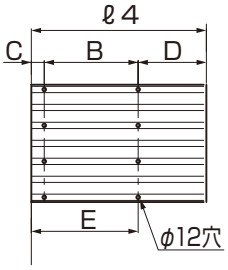
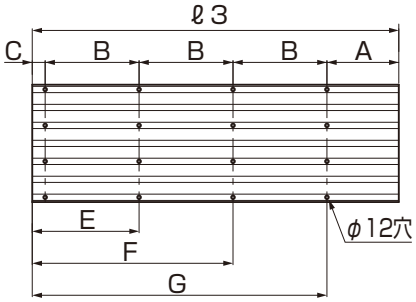

図1-8　折板中 加工位置図
図1-9　折板上 加工位置図
①図1-7、図1-8、図1-9、表1-3を参照して、折板を加工してください。